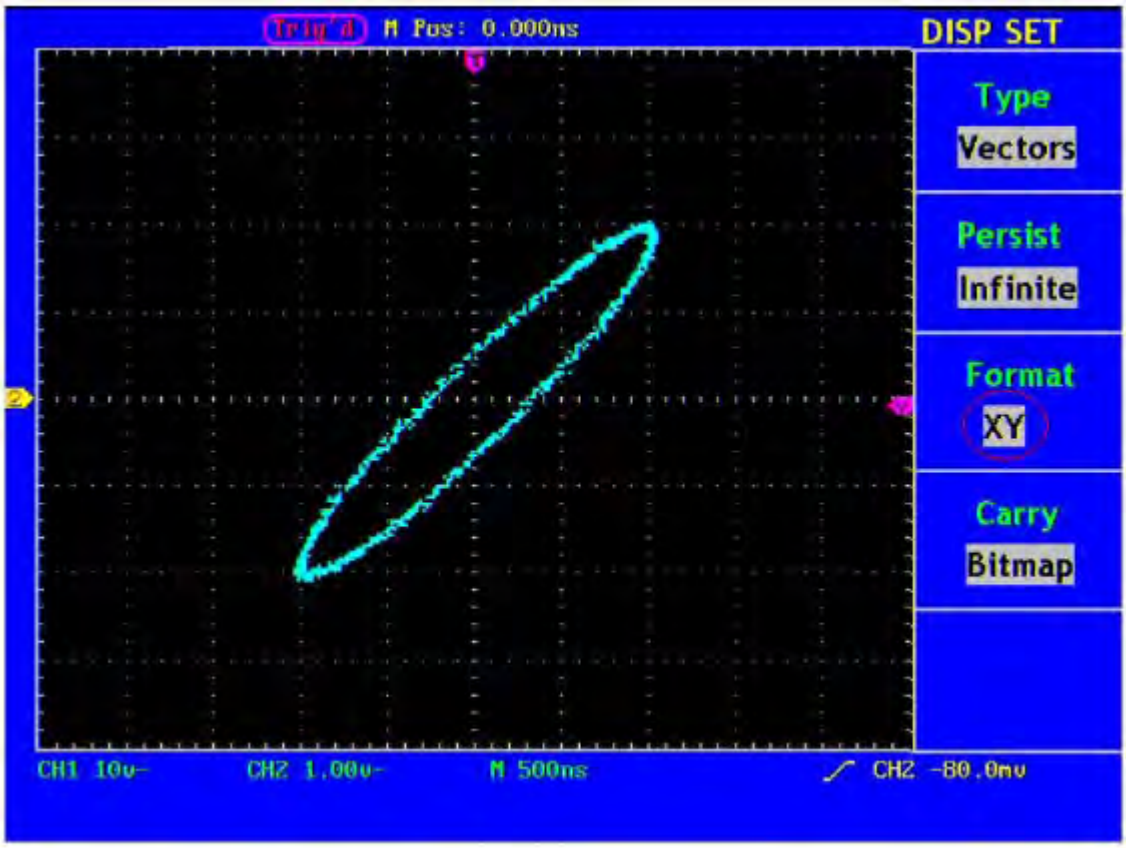

Fig. 43 XY Display Mode
2. Press the **F3** menu selection button and choose the form as XY. The display format is changed to be XY mode (see Fig. 43).